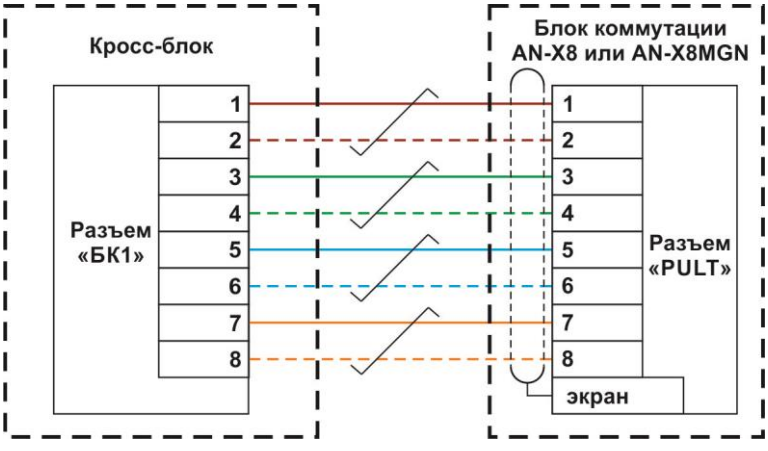

Рис. 2.3
8.2.3. Схема подключения блока коммутации AN-X8 (AN-X8MGN) к кросс-блоку пульта показана на Рис. 2.3.